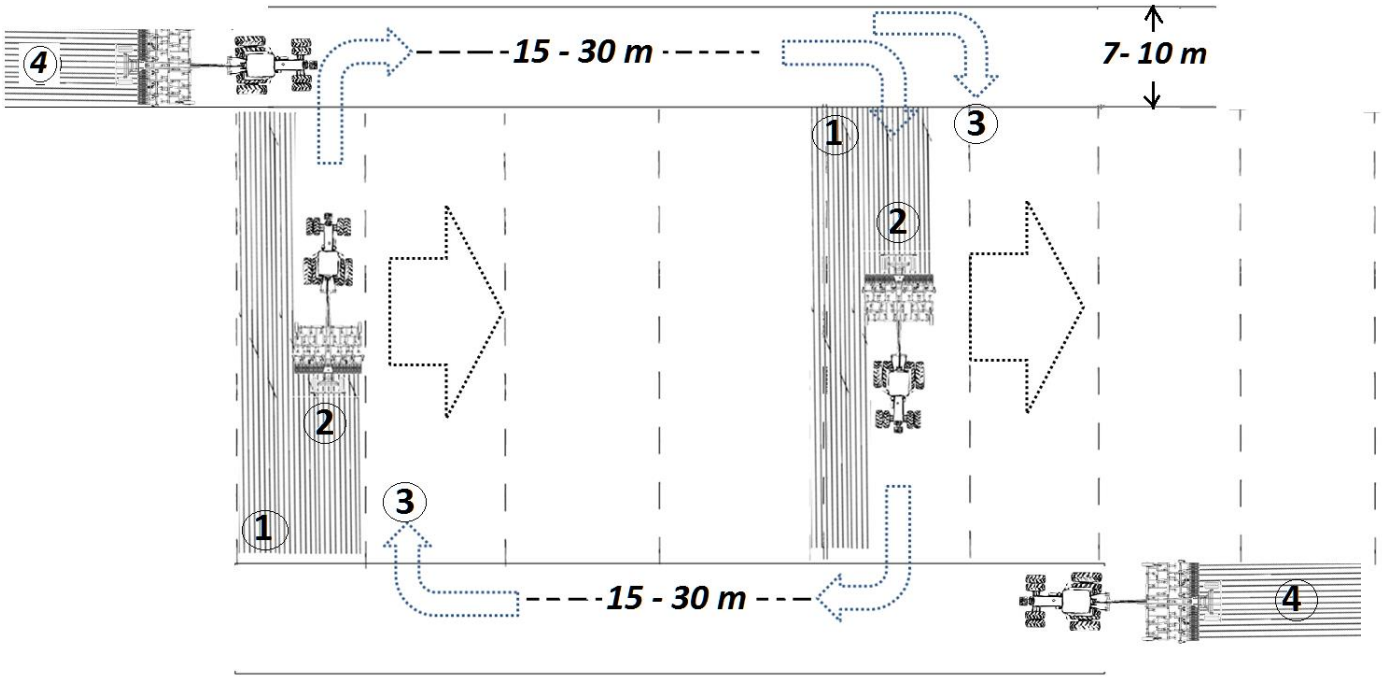

FIGURE 19
6. Le passage en ligne droite est, lui, recommandé lors du deuxième passage, afin de recroiser le travail de l'outil dans un autre sens différent du premier passage (Figure 19).
7. Une fois le champ entièrement travaillé, il suffit de terminer par les tournières (4).